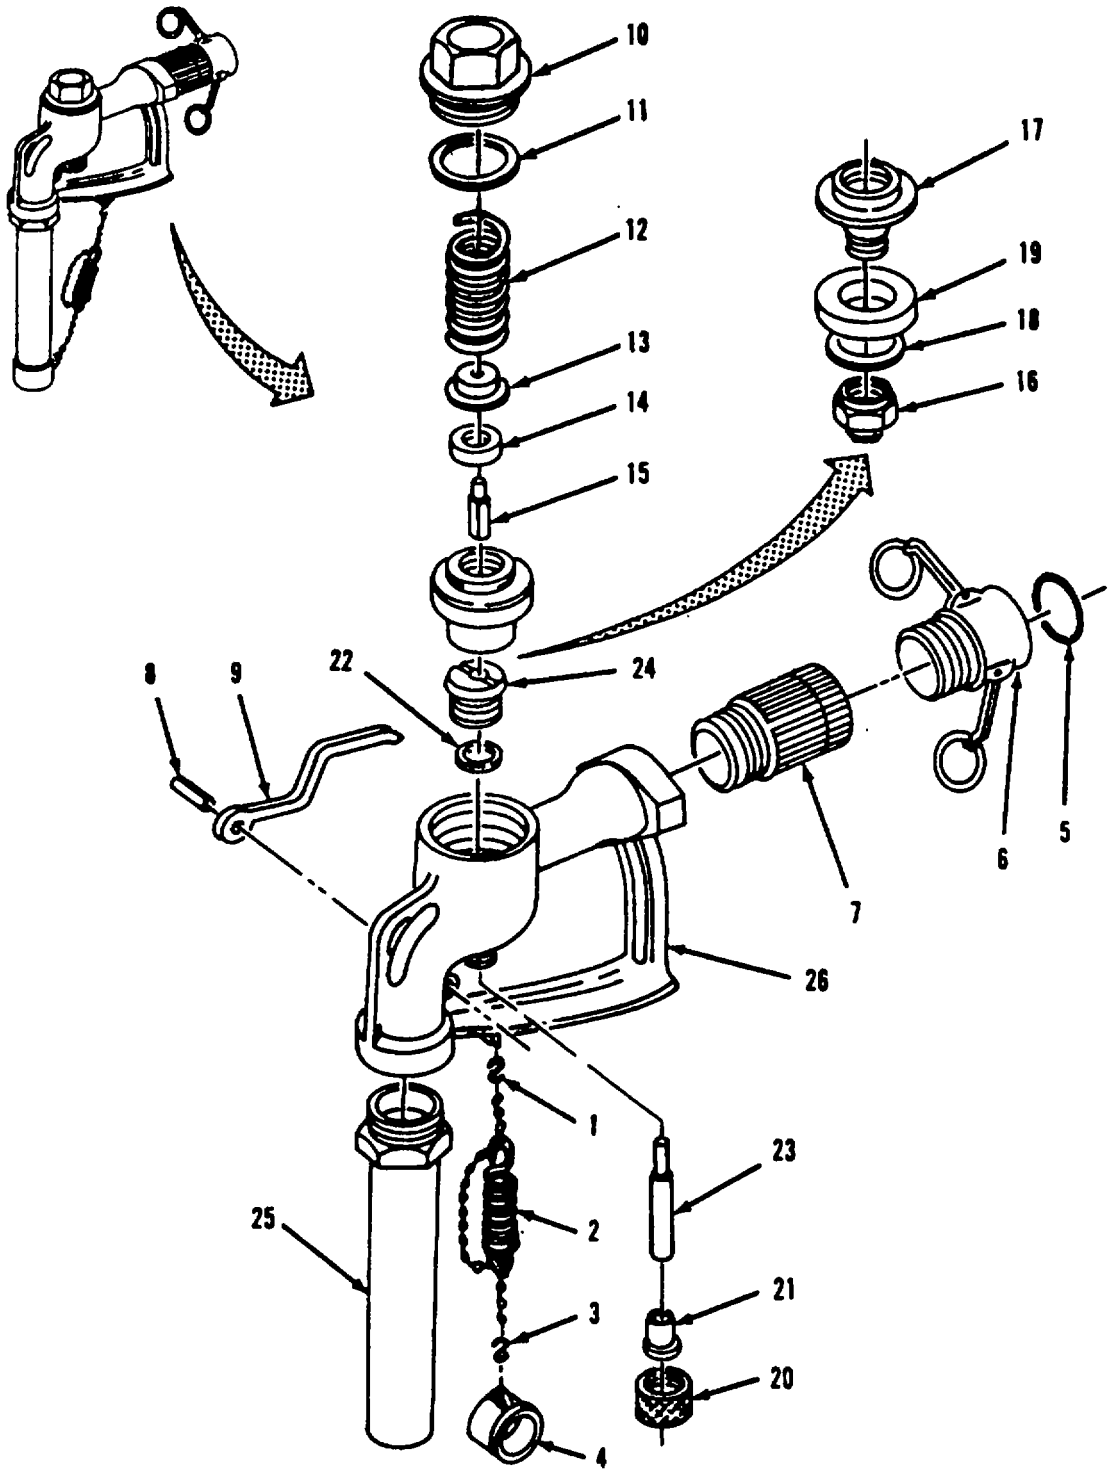

Figure 4-3. Distribution Nozzle (1 1/2-Inch) Assembly
d. Repair. Replace damaged parts and all sealing components. Do not reuse packing (22), disc (19), small disc (14) or gasket (5).
e. Assembly. Refer to Figure 4-3.
(1) Screw tube and adapter (25) into body (26).